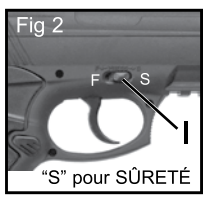
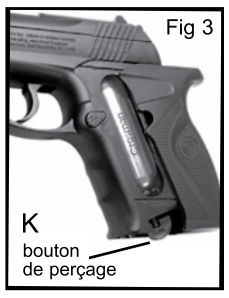

Fig 2
Fig 3
I. Sûreté (fig. 2)
K. Bouton de perçage (fig. 3)
A. Pour enclencher la sûreté (ON) du pistolet à air
- Enfoncez le cran de sûreté et poussez-le complètement vers l'avant jusqu'à "S" pour SÛRETÉ (Fig. 2). La sûreté n'est pas ENCLENCHÉE (ON) tant que le cran n'est pas poussé complètement vers l'avant.
- En tenant le pistolet à air tel qu'illustré, glissez la plaquette de poignée en ligne droite vers l'arrière pour l'ouvrir (Fig. 3).
- Glissez la plaquette de poignée en ligne droite vers l'arrière pour l'ouvrir (fig. 3).
- Desserrez le bouton de perçage de la bonbonne en le tournant lentement vers la gauche (voir fig. 3), de manière à laisser s'échapper le gaz résiduel.